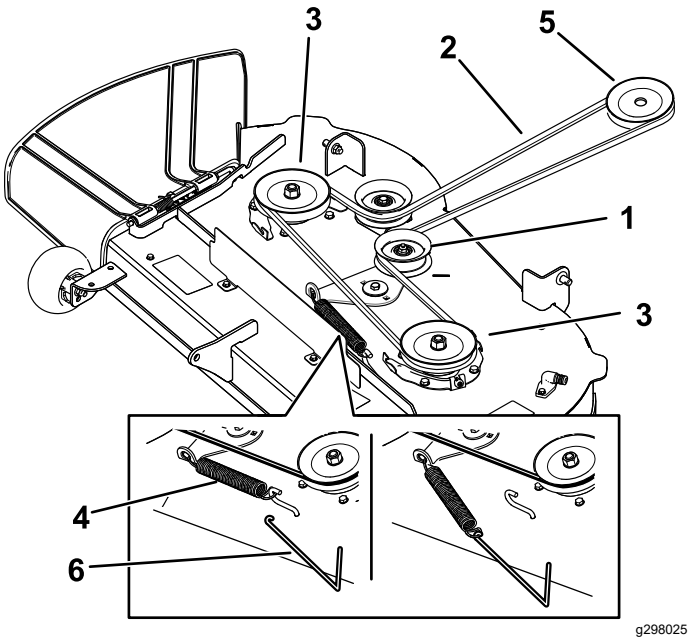
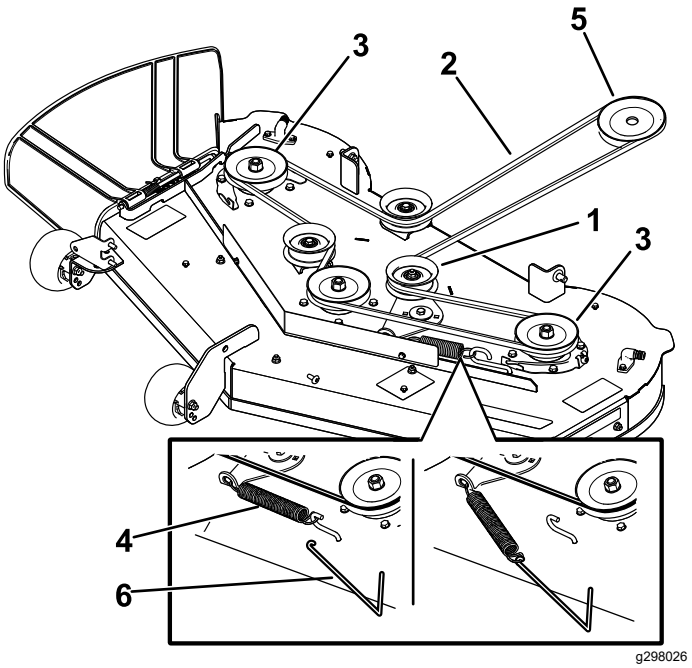

Figur 57
Figur 58
7. Använd ett fjäderborttagningsverktyg (Toro-artikelnr 92-5771) och ta bort mellanremskivans fjäder från däckkroken så att spänningen på mellanremskivan minskas, och rulla av remmen från skivorna (Figur 57 eller Figur 58).
8. Dra det nya bältet runt motorremskivan och klippremskivorna (Figur 57 eller Figur 58).
9. Använd ett fjäderborttagningsverktyg (Toro-artikelnr 92-5771) och montera mellanremskivans fjäder på däckkroken så att mellanremskivans och klipparremmens spänning ökar (Figur 57 eller Figur 58).